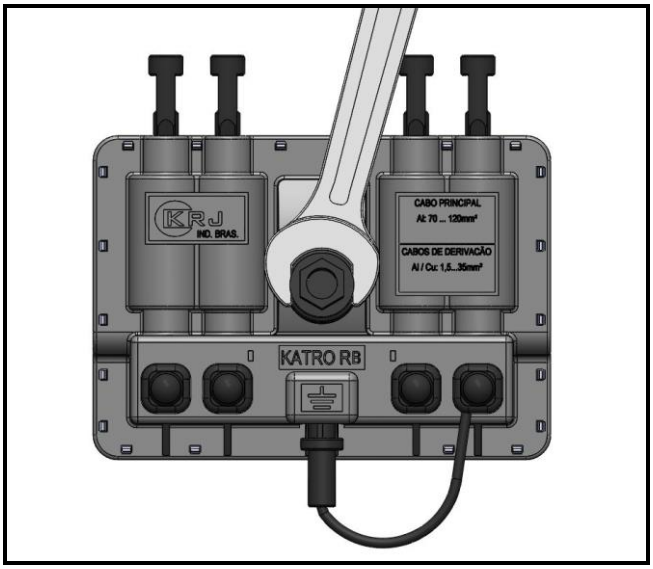

Figura 14
Passo 2: Para retirar o conector KATRO-R da rede, utilize uma chave fixa de 17 mm, como mostra a figura 14.